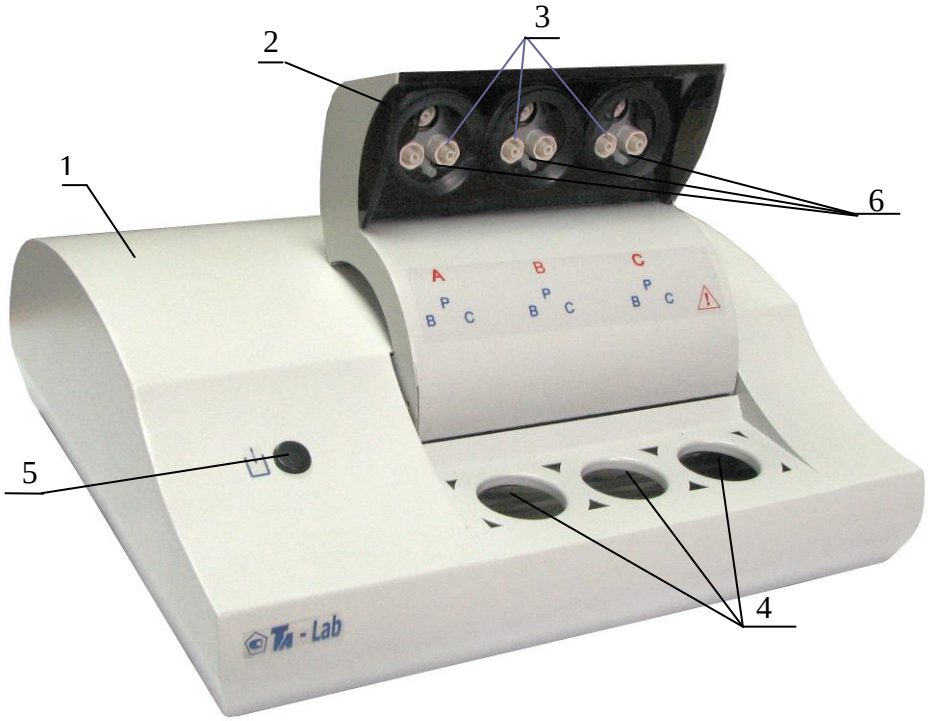

Рисунок 1 – Анализатор TA-Lab (вид спереди)
Конструктивно анализатор представляет собой прибор настольного исполнения (рисунок 1), состоящий из металлического корпуса 1, внутри которого находится два ультрафиолетовых облучателя. В верхней части прибора расположен подъемный кронштейн 2, в котором установлены гнезда 3 для крепления электродов и штуцера 6 для установки трубочек для подачи газа в ячейки. Под кронштейном расположены гнезда 4 для установки стаканчиков с анализируемым раствором. На передней панели расположена кнопка 5 управления подъемом кронштейна.
2.2.1.2 Подъем и опускание кронштейна анализатора проводится нажатием кнопки 5 (рисунок 1).
2.3.2 Подождать, пока кронштейн для установки электродов 2 (рис. 1) поднимется в крайнее верхнее положение.